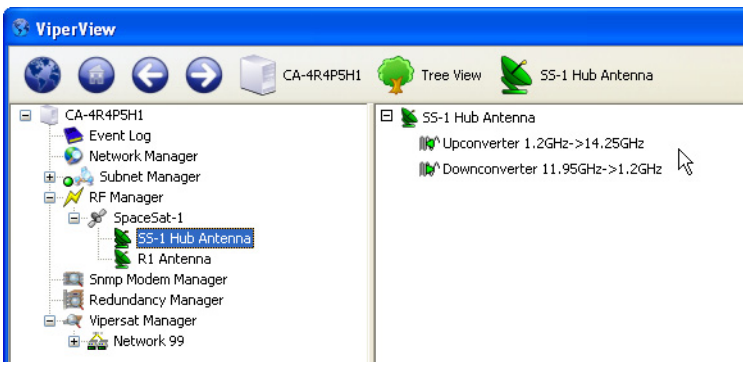

Figure 3-38 Converter Icons in Antenna View
7. Notice that the newly created Up and Down Converters appear in the Antenna View (figure 3-38).
The antenna and its converters are displayed in the right window panel (figure 3-38).